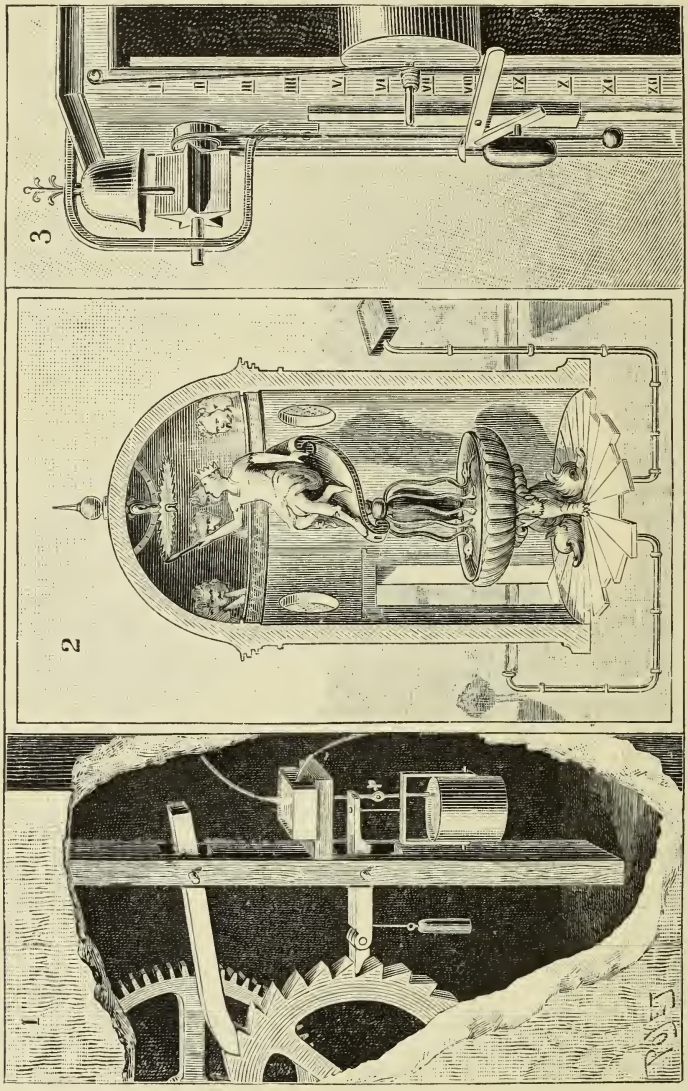

Abb. 2. 1 Wasseruhr von Salomon de Caus. 2 Wasseruhr von Jacques Besson. 3 Wasseruhr mit Glockenwerk.
17. Jahrhundert (Abbildung 1, Fig. 2). Sie besteht aus zwei mittelst schwacher Stützen verbundenen Becken aus Steingut, die mit blau emaillierten Ornamenten verziert sind. Ebenfalls aus diesem Jahrhundert stammt eine von dem Barnabiter Mönche Timotheus
Eine eigentümliche Gestalt hatte die gleichfalls von diesem Mönche erfundene Weckeruhr, von welcher in der Abbildung 2, Fig. 3 bloß das Glockenwerk und ein Teil des Gehäuses zu sehen ist. An den Seiten des kastenförmigen Gestelles war die Stundeneinteilung und horizontal derselben eine Schnur gespannt, die eine Trommel (Cylinder) in der Schwebe hielt. Im Innern dieser Trommel befand sich ein durch Wasser in Betrieb zu setzender Mechanismus, der durch gleichmäßig langsames Heruntergleiten mittelst der Achse die Stunden angab. Die Abbildung zeigt die achte Stunde an. Das Glockenwerk bestand aus einem sternförmigen Rade nebst belastendem Gewicht, welches, sobald die Trommelachse den horizontalen Hebelarm berührte, in Umdrehung versetzt wurde, an den Glockenschwengel schlug und hierdurch den Ablauf der Stunde verkündete.
Fig. 1 der zweiten Abbildung ist einem altdeutschen Kupferstiche nachgebildet und zeigt die Mechanik einer von Salomon de Caus erfundenen Wasseruhr. In einem von Jacques Besson verfaßten, von mechanischen Kunstwerken handelnden Buche ist ein Turm abgebildet, in dessen Mitte die über einem Springbrunnen thronende Göttin durch Bewegen des Armes mit einem Stäbchen die Zeit an dem in der Kuppel befindlichen Stundenkreise angibt (Abbildung 2, Fig. 2).